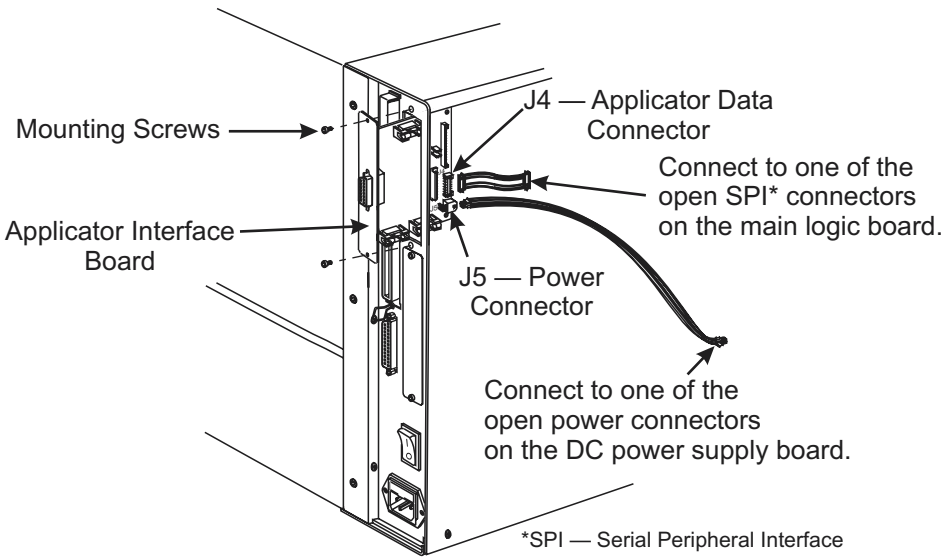

Figure 3. Applicator Interface Board Installation
2. Refer to Figure 3. Remove the electronics cover by removing the screws securing it.
5. Install the applicator interface board assembly as shown in Figure 3 using the two screws previously removed.